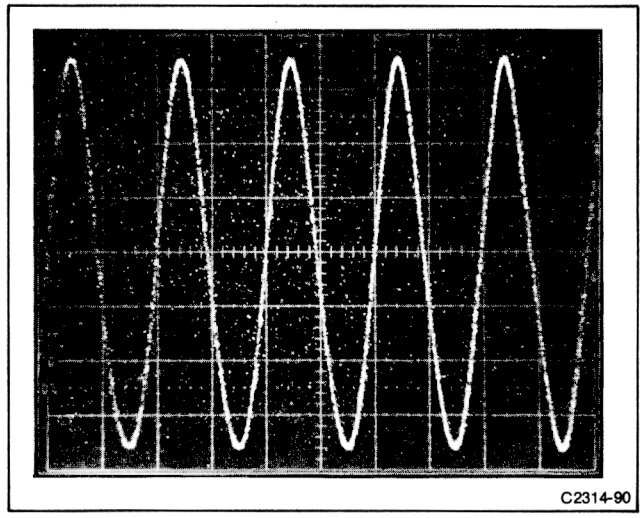

**Figure 5-1. Typical display of Photographic Writing Rate test.**
o. **CHECK**—that the photograph shows the 1 GHz sine-wave signal clearly (see Fig. 5-1 for typical photograph).